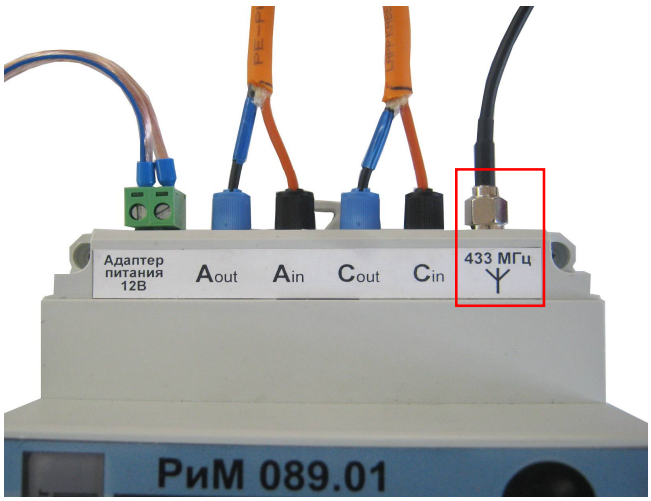

Рисунок 23
6.4 Подключить радиоантенну 433 МГц (см. рисунок 23).